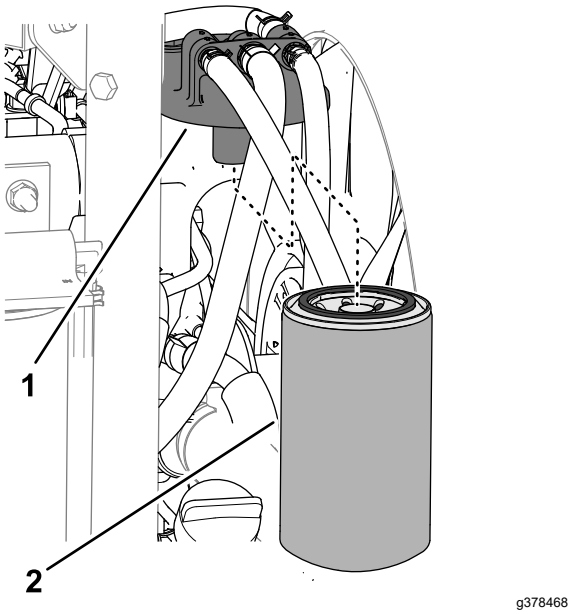

Figuur 117
2. Maak de omgeving van de kop van het brandstoffilter schoon (Figuur 117).
3. Verwijder het filter en reinig het filterkopplaatsingsoppervlak (Figuur 117).